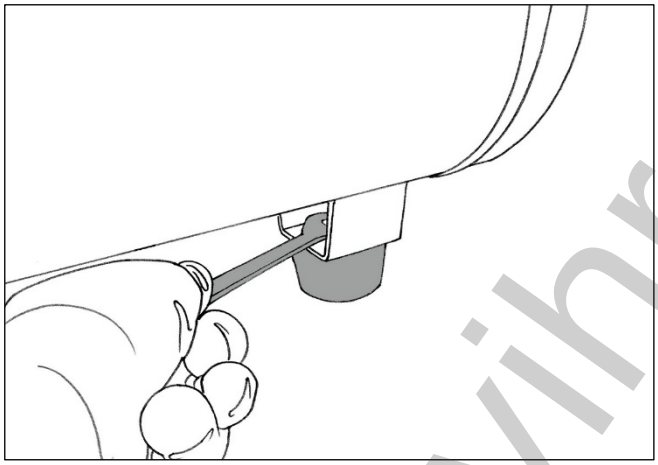
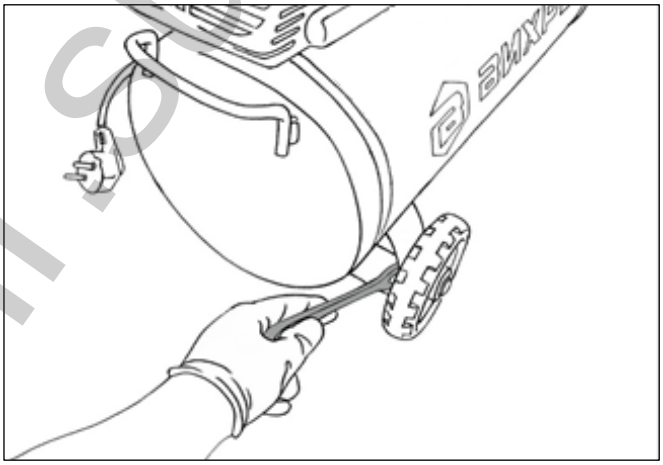

Рис. 2. Установка подножки
Рис. 3. Установка колес
- Установите колеса и/или резиновую подножку при помощи болтов из комплекта, как показано на рис.2 и рис.3, если они не были установлены.